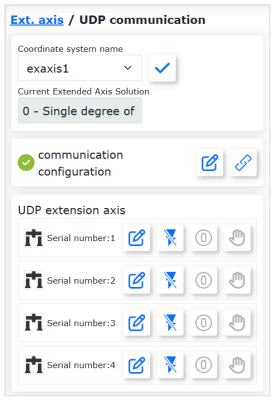

Rys. 66. Połączenie UDP nawiązane: zielony znacznik i lista osi 1–4 z ikoną edycji (dokumentacja FAIRINO, panel po angielsku).
6. Kliknij ikonę połączenia (łańcuch, *Load*). Zielony znacznik przy Konfiguracja komunikacji UDP potwierdza połączenie. Pod spodem pojawi się lista osi 1–4 (rys. 66).